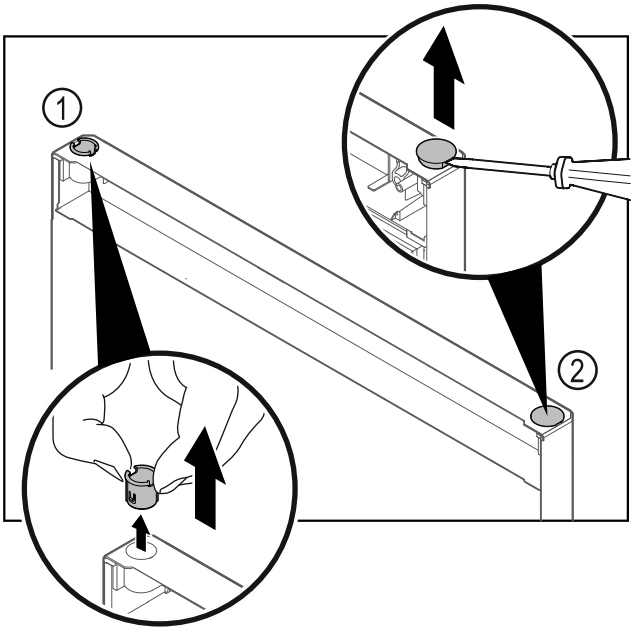

Fig. 8
▶ Витягніть шарнірну втулку *Fig. 8 (1)* пальцями.
▶ За допомогою шліцевої викрутки обережно підніміть заглушку *Fig. 8 (2)* та витягніть її.